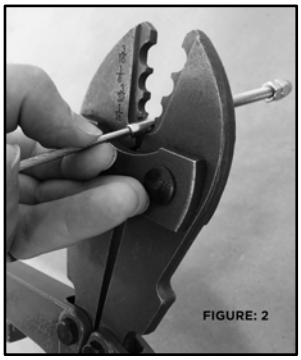

FIGURE: 2
2. Open the hand crimping tool included in your kit and place the end-fitting into the smallest crimping groove labeled 1/16 (FIGURE: 2)